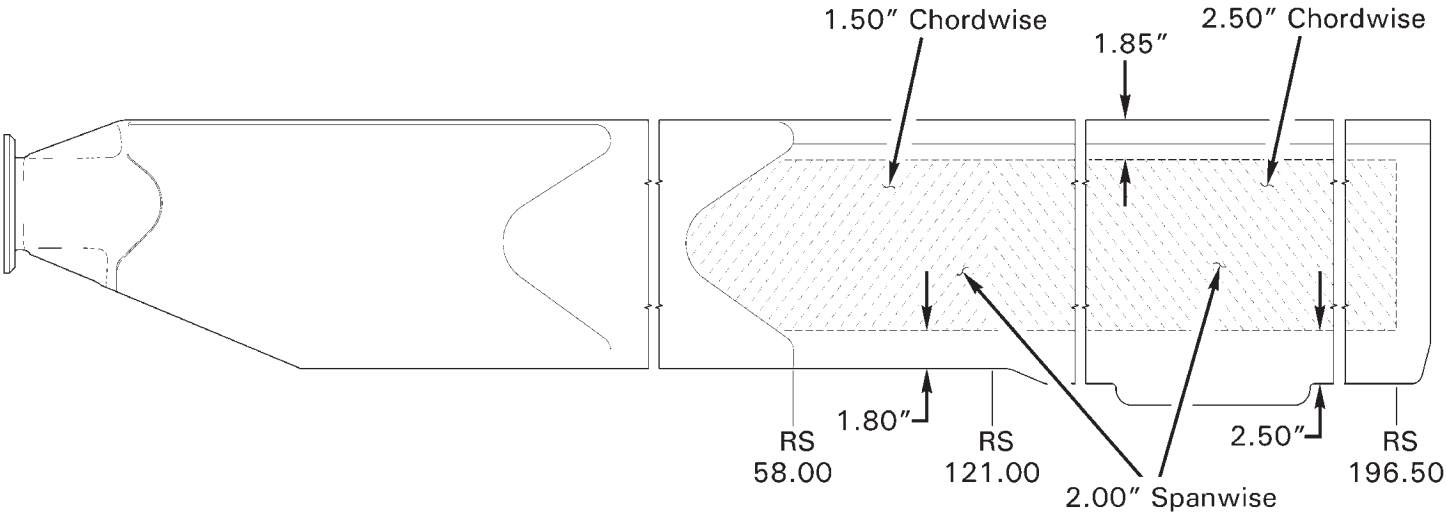

FIGURE 62-20 HONEYCOMB - VOID AND DEBOND LIMITS
1. Refer to Figures 62-20. Verify damage does not exceed the following limits: